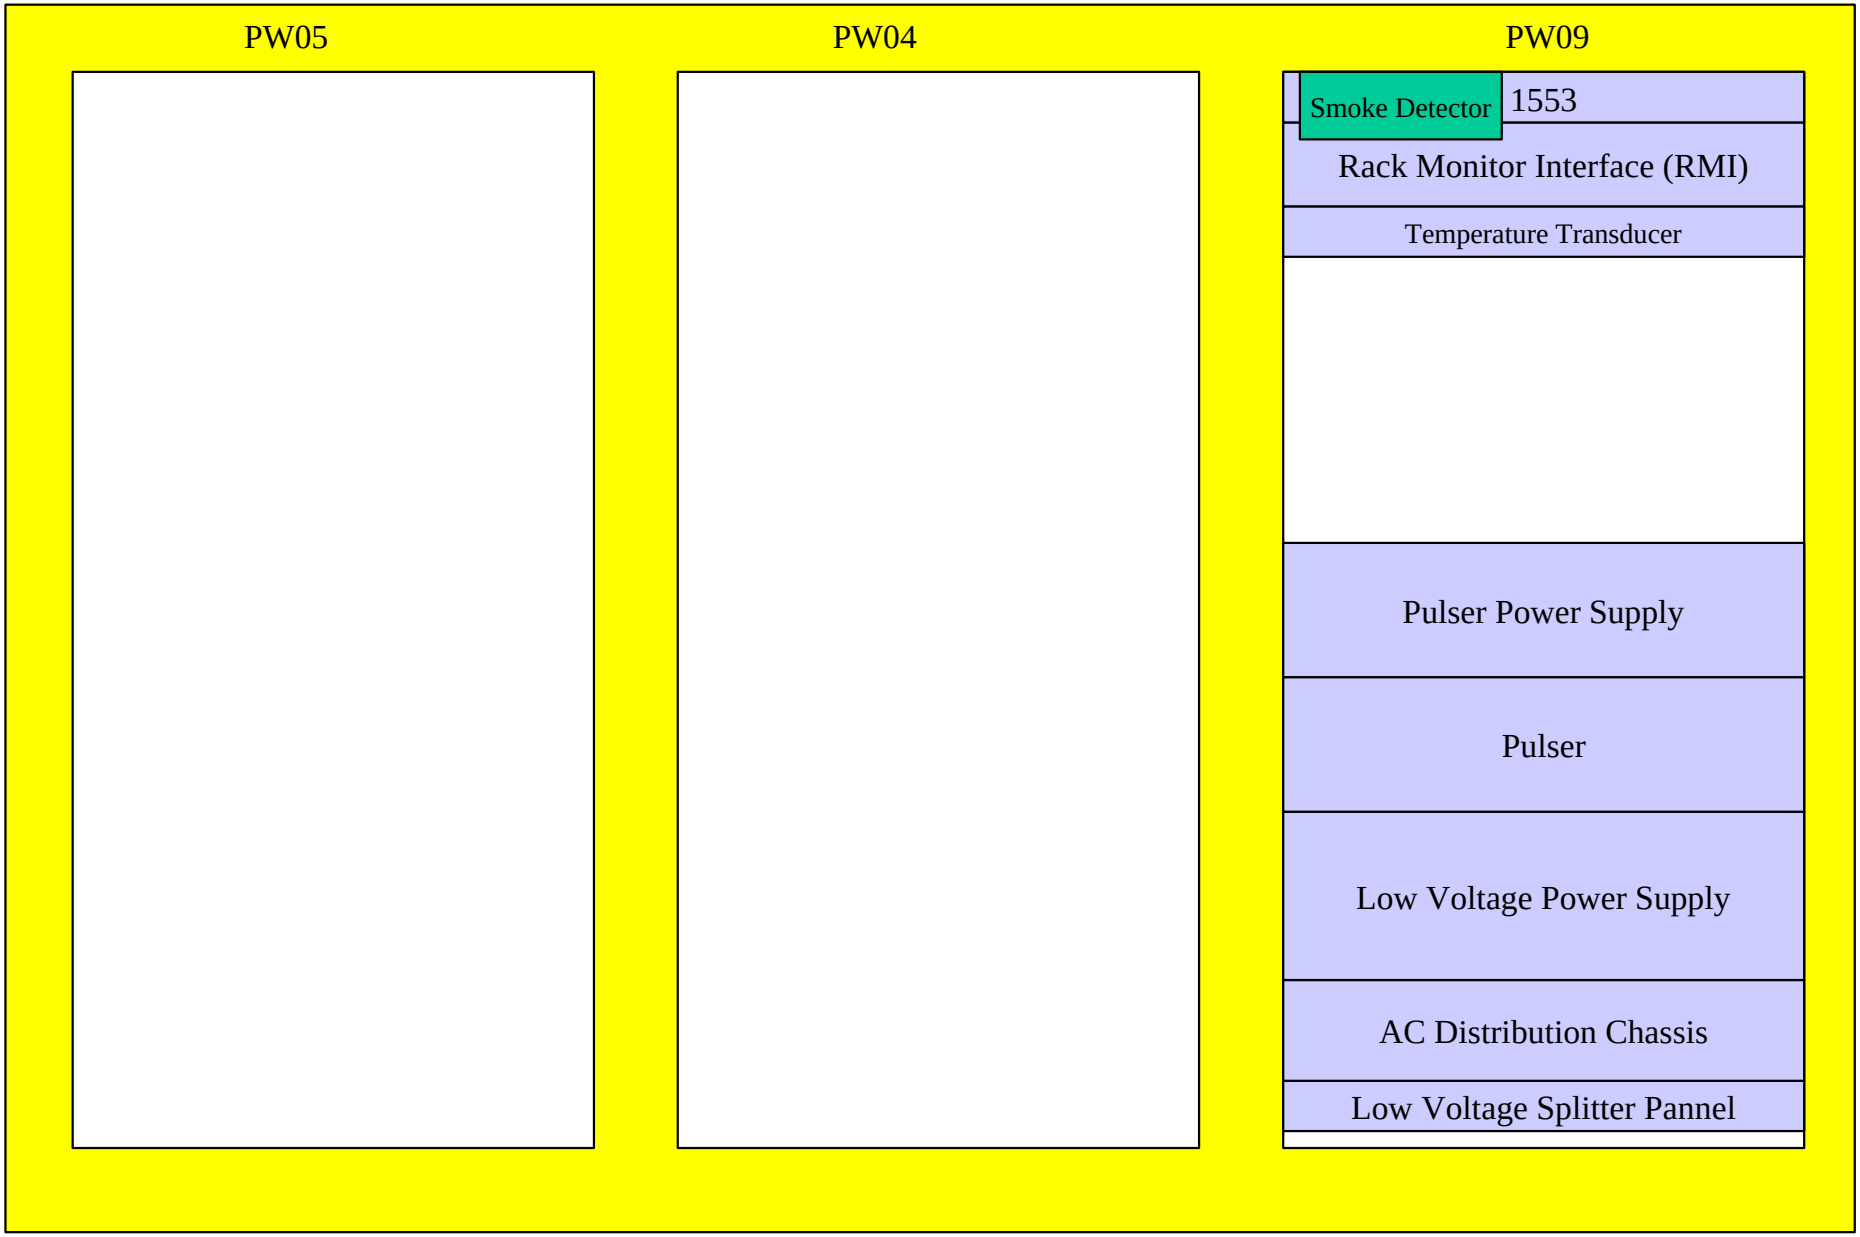
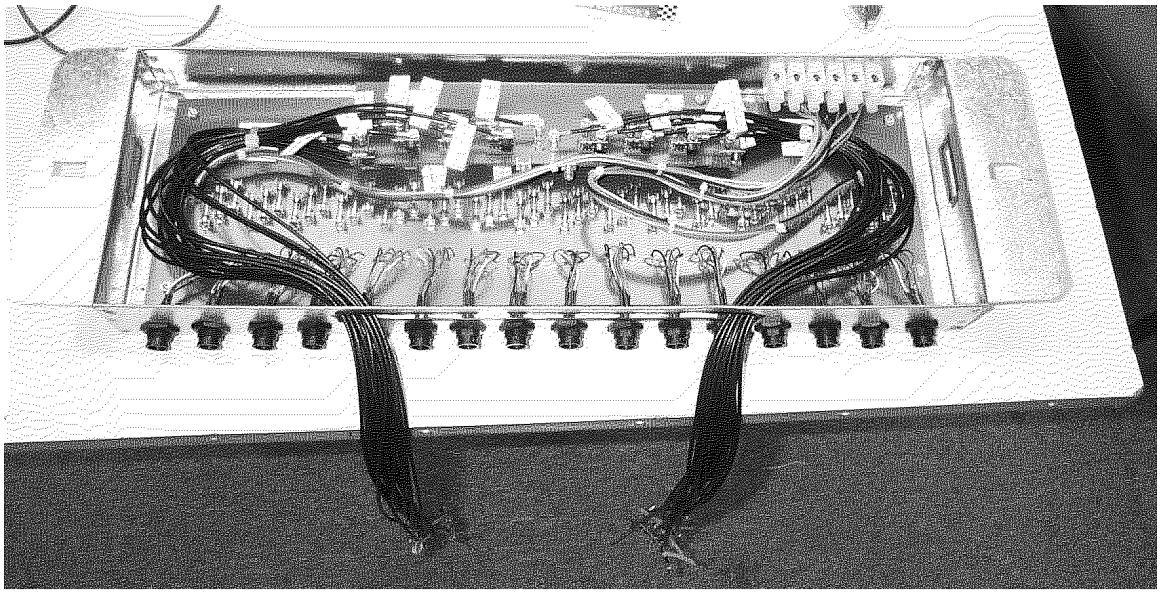

Figure 4
Figure 10: Photo of an assembled low voltage fan-out card and housing with the pulser fan-out cables attached.
The Okonite cables are routed to the ICD crates at each detector quadrant via the false platform floor, the vertical chutes and the cable winders. The low voltages are distributed to the ICD drawers through a fan-out card mounted below the ICD crates. The fan-out card is a long PC board with individual fuses for each voltage to each drawer. Three pairs of conductors are fed into a terminal block (Divisible Europa Strip). The block is a 6-pole strip rated at 40 Amps with a maximum thickness of a 10 AWG conductor. The terminal block is connected to the fan-out card via short runs of hookup wire, soldered directly to the PC board. The voltages for each drawer are fused with GMA 5 x 20 mm fast-acting glass fuses, rated to 500 mAmps. The voltages are fed to the ICD drawers by short patch cables, which are Alpha brand, item 6428, multi-pair foil-shielded tray cable, 18 AWG, UL type CM/PLTC, CSA PCC ft4. The patch cable with the foil shield and outer plastic jacket removed was also used to fashion the cable harness within the low voltage fan-out. Similar 22 AWG wire is used for the jumpers from the fan-out PC board to the bulkhead connectors. Figure 10 shows a photo of an assembled low voltage fan-out with the pulser fan-out and cables attached. Figure 4 shows a schematic of the low voltage fan-out card and fuse layout.